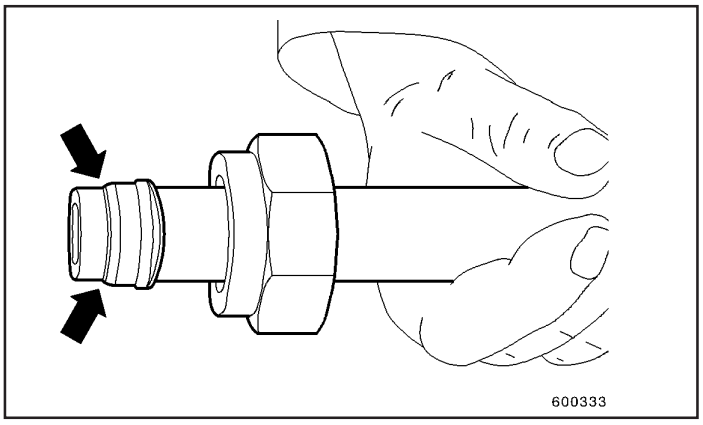

Fig.13
8. Afrouxe a porca de união e verifique o corte efetuado pela anilha de aperto (Fig. 13). A saliência resultante do material usinado deve cobrir cerca de 70 a 80% da borda frontal da anilha de aperto. Se isto não ocorrer, aperte mais a porca de união. O fato de a anilha de aperto poder ser girada em relação ao tubo não é relevante.